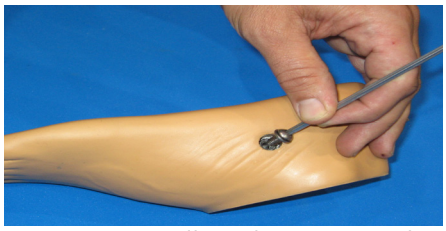

FIGURE 14: Installing the screw and washer.
11. Install the M6 button head screw and washer into the axis. Use Loctite 242 on the threads (FIGURE 14).